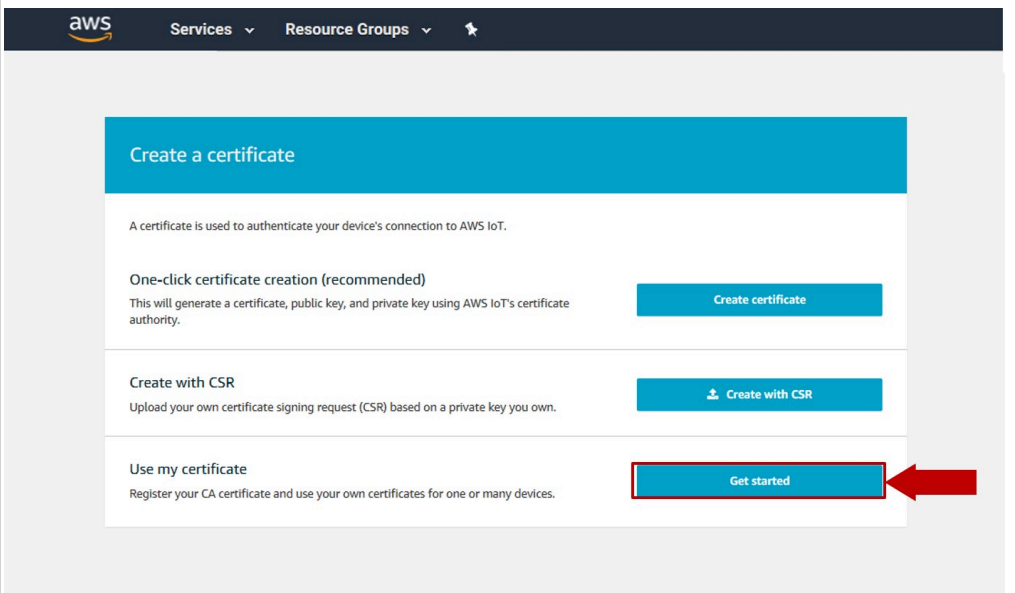

Figure 31. Register a certificate
2. A new menu called *Create a certificate* will be opened. Click on the **Get started** option as shown in Figure 31: